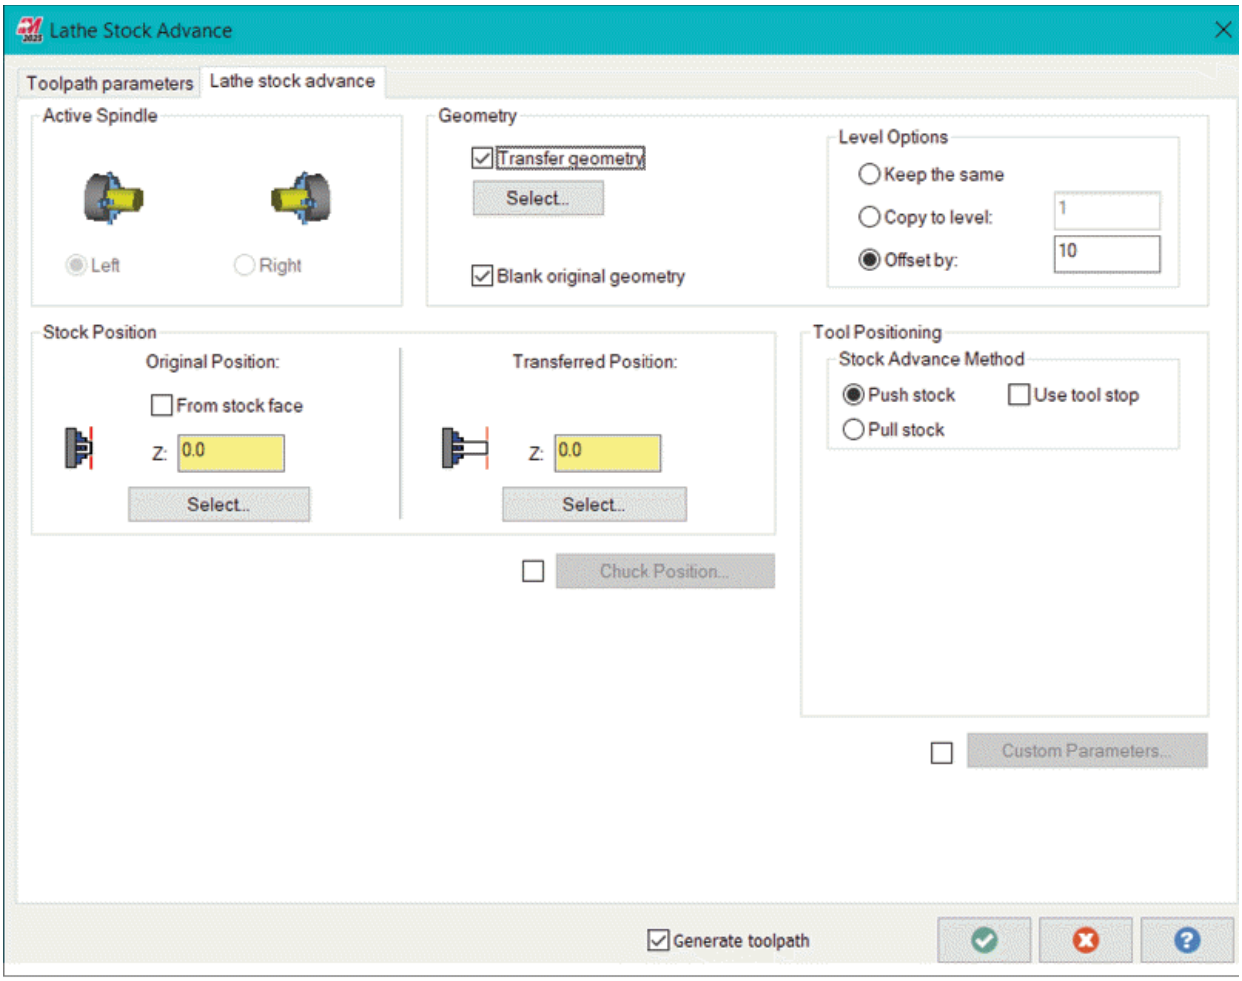

Figure-19. Lathe Stock Advance dialog box
- Click on the **Stock Advance** tool from the **Part Handling** panel of **Turning** tab in the **Ribbon**. The **Lathe Stock Advance** dialog box will be displayed; refer to Figure-19.